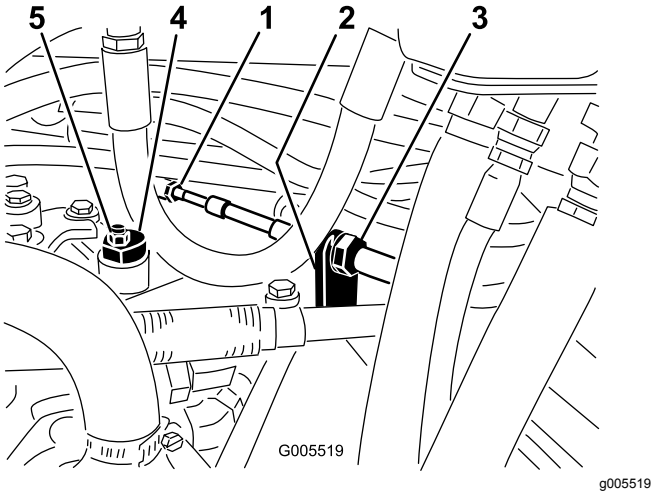

**Figur 52**
A. Løsne begge låsemutterne som fester trekkontrollkabelen til hydrostatens skillevegg (Figur 52). Pass på at låsemutterne er like løse, og at de er løse nok til at du kan foreta en justering.
**Merk:** Løsne mutteren som fester eksenteren til toppen av hydrostaten (Figur 52).
C. Stram eksenteren til den ikke beveger seg i noen retning. Når hjulet ikke lenger roterer, må du stramme mutteren som låser eksenteren og justeringen (Figur 52). Kontroller justeringen med gassen i sakte- og hurtigstillingene.
D. Stram låsemutterne på hver side av skilleveggen like mye, slik at du fester trekkabelen til skilleveggen (Figur 52).Ikke vri kabelen.